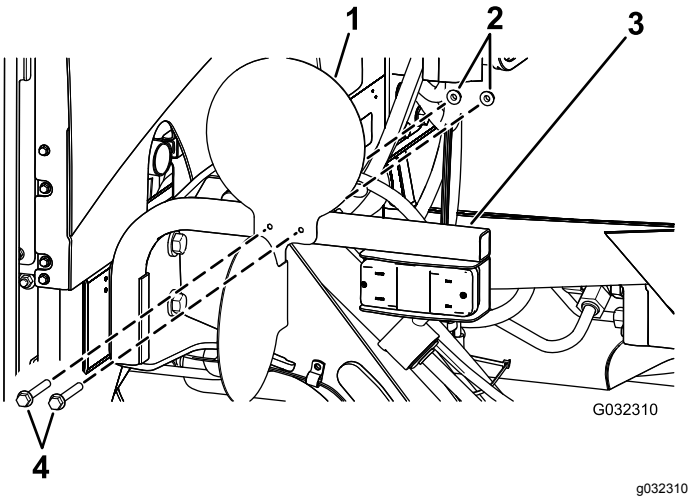

Figura 35
2. Prenda as placas aos suportes do kit de luzes com quatro parafusos sextavados (¼ pol. x 2½ pol.) e quatro porcas de bloqueio (¼ pol.) como se mostra na Figura 35.